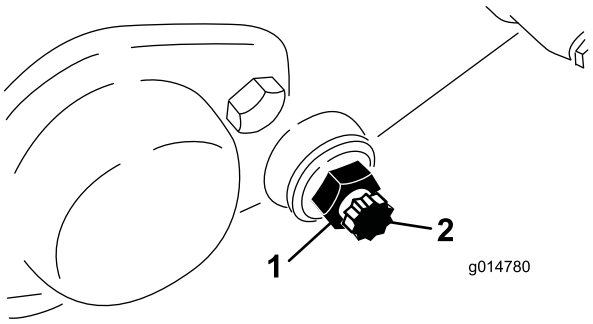

Figur 56
3. Løsn den kontramøtrik, som fastgør bundtværstangens bolt, på hver side af maskine (Figur 56).
4. Afmonter bundtværstangens bolte, så bundtværstangen kan trækkes nedad og fjernes fra maskinen. Gem de 2 nylonskiver og 2 prægede stålskiver på hver ende af bundtværstangen (Figur 56).